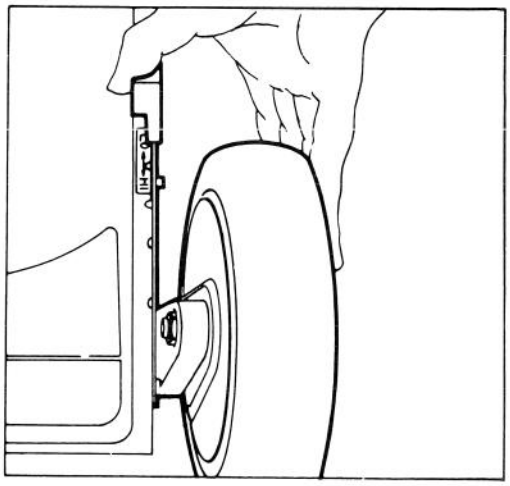

Afbeelding 7
2. Licht de huizing op, zodat het wiel van de grond is en u de hoogte gemakkelijker kunt afstellen. Druk de afstellingshefboom naar het wiel toe en zet hem op de gewenste stand (Afb. 7). Zorg ervoor dat de hefboom bij het afstellen in de inkepingen van de huizing valt. Stel alle wielen op dezelfde hoogte af.
gasmanetkabel vrij heen en weer kan glijden (Afb.7).
4. Haal de bedieningsarm van de carburateur naar links totdat deze de basisarm raakt. (Afb. 7). Trek zachtjes aan de gasmanetkabel om alle speling te verwijderen, en draai de kabelklemschroef weer aan om de afstelling vast te zetten.